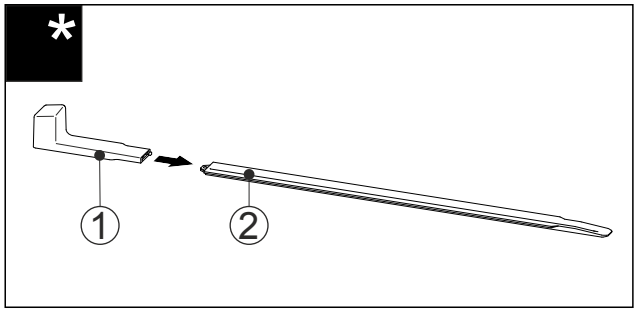

Fig. 47
▶ Insérer la poignée de montage *Fig. 47 (1)* dans le rail de nivellement *Fig. 47 (2)*.